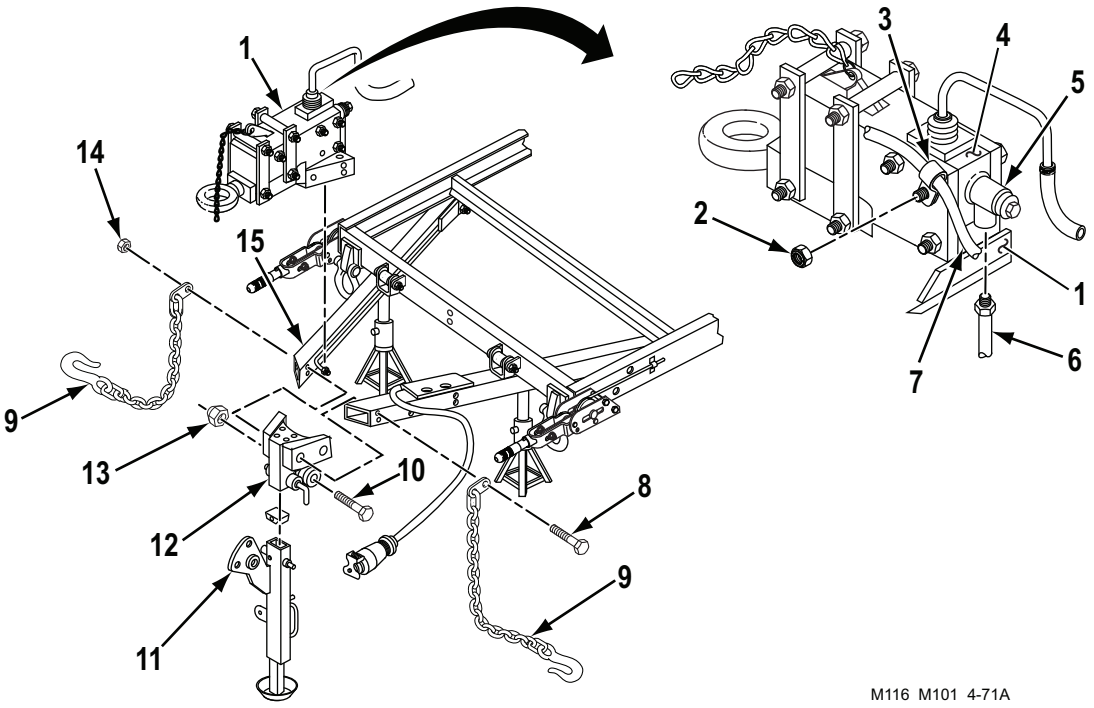

Figure 14. Front Support Leg Installation.
6. Install bracket with front support leg (Figure 14, Item 11) on drawbar bracket assembly (Figure 14, Item 12) with cap screw (Figure 14, Item 10) and new self-locking nut (Figure 14, Item 13).
7. Install two safety chains (Figure 14, Item 9) on hydraulic brake actuator assembly (Figure 14, Item 1), drawbar bracket assembly (Figure 14, Item 12), and two drawbars (Figure 14, Item 15) with two cap screws (Figure 14, Item 8) and new self-locking nuts (Figure 14, Item 14). Torque self-locking nut (Figure 14, Item 14) between 165 – 175 lb-ft (224 – 237 N•m).
8. Connect hydraulic brake front tube assembly (Figure 14, Item 6) to connector (Figure 14, Item 5) at master cylinder (Figure 14, Item 4).
9. Install loop clamp (Figure 14, Item 3), with intervehicular cable (Figure 14, Item 7) on hydraulic brake actuator assembly (Figure 14, Item 1) with new self-locking nut (Figure 14, Item 2).
10. Make sure front support leg (Figure 14, Item 11) is locked in lowered position. Remove lifting devices from under two drawbars (Figure 14, Item 15).
11. If a new hydraulic brake actuator assembly (Figure 14, Item 1) was installed, install new brake fluid caution decal to hydraulic brake actuator assembly (Figure 14, Item 11) (WP 0007).